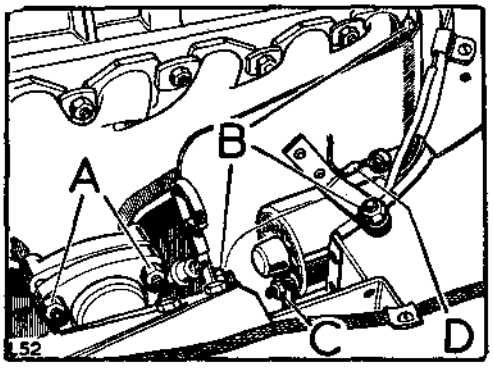

**Fig. A3-14. View of engine, LH side**
5. Disconnect the following items at the left-hand side of the engine; refer to Fig. A3-14 for location of items:
6. Refit the exhaust heat shield, if applicable, and fit the front exhaust pipe to the manifold. Fig. A3-14 refers.